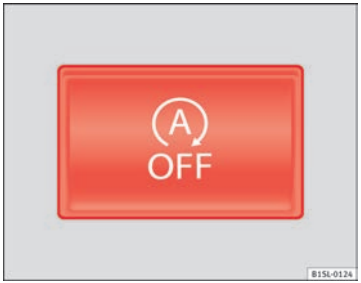

Fig. 104 At the top of the centre console: Start-Stop system button
- Press the button situated in the centre console ⇒ Fig. 104.